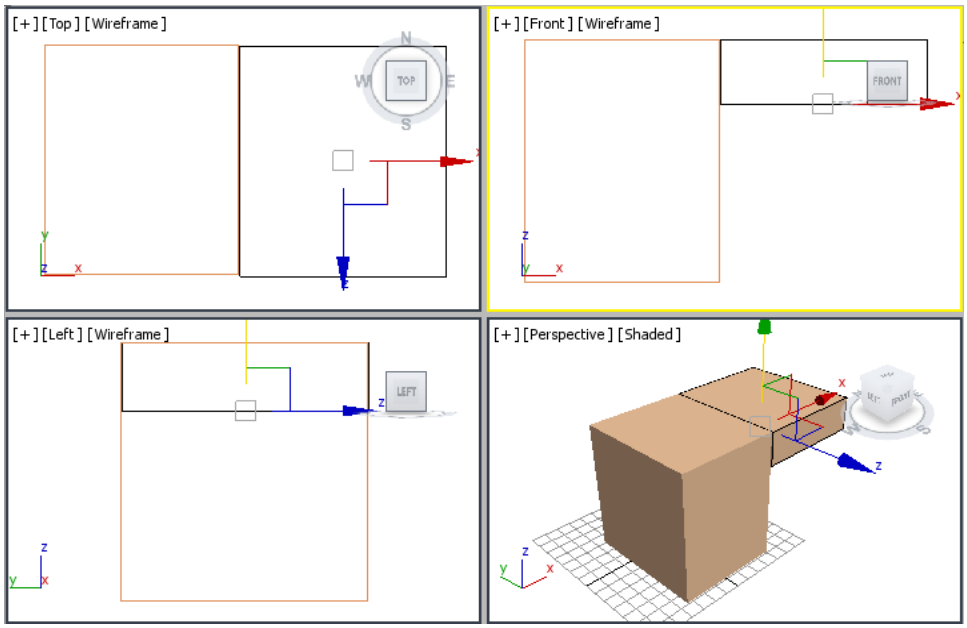

Figure 2-49 *Alignment of left box with right box in viewports*
1. Choose the **Select and Move** tool and make sure *right box* is selected. Move *right box* along the X, Y, and Z axes in all viewports to align it with *left box*, as shown in Figure 2-49. Click in the viewport and choose the **Zoom Extents All** tool from the viewport navigation controls to view the box in all viewports, refer to Figure 2-49.